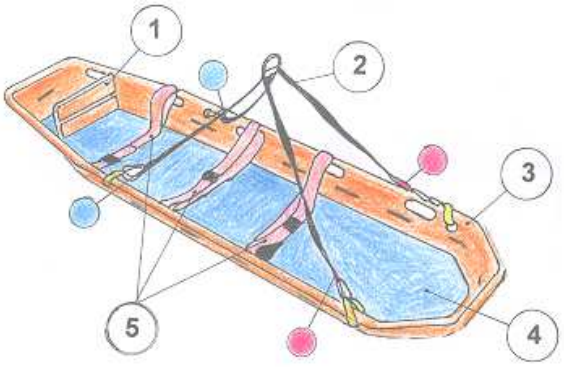

FIG 1
Fixer le repose pieds (1) sur la barquette, comme indiqué dans la figure 1 en utilisant les fixations fournies. Utiliser les bonnes fixations selon la taille du blessé. Utiliser les trous dans la barquette pour attacher les fixations.
Attention : pour une position correcte de la barquette toutes les fixations doivent être correctement fixées en respectant les codes couleurs des sangles (Fig.1). Les extrémités des sangles rouges doivent être fixées sur la partie tête de la barquette, les bleues sur la partie pied de la barquette.